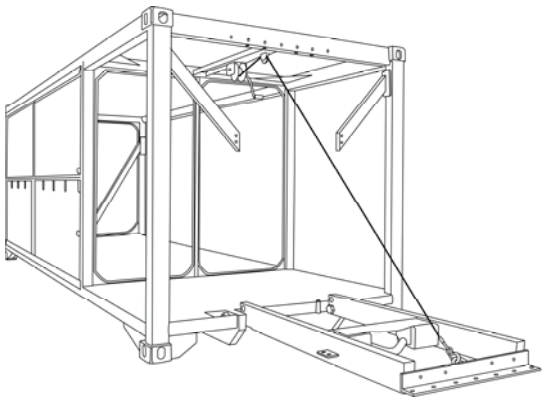

Figure 16. Flat Rack Bail Bar Lowered.
c. Turn the winch crank handle to lower the bail bar to the desired position (Figure 16).